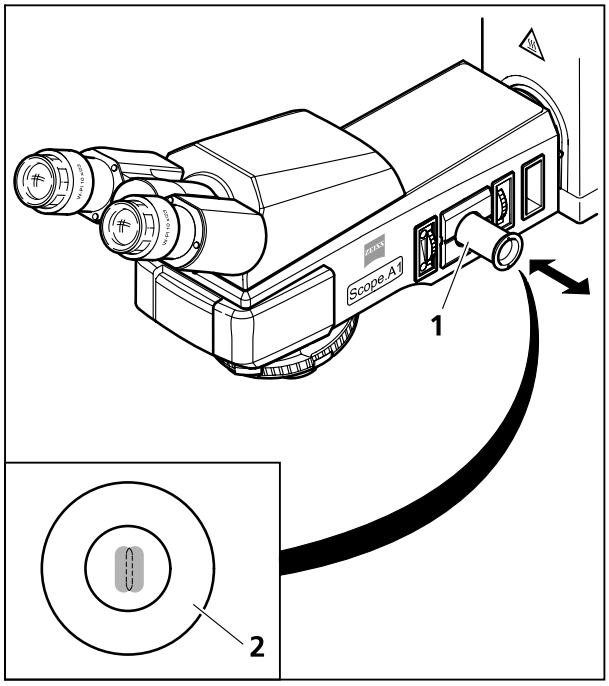
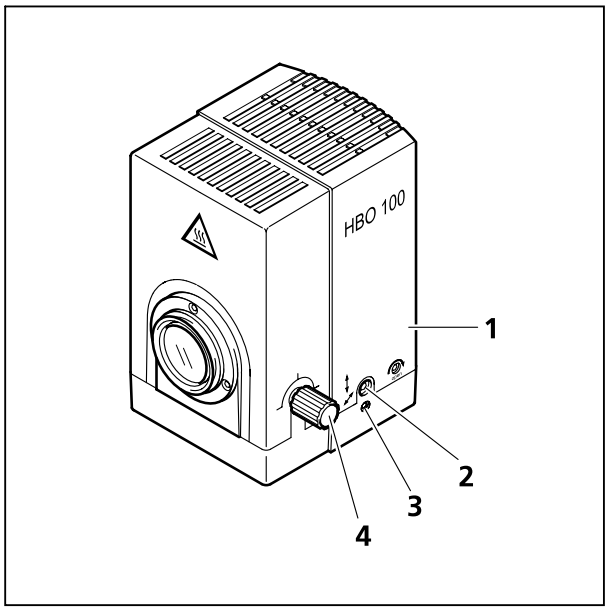
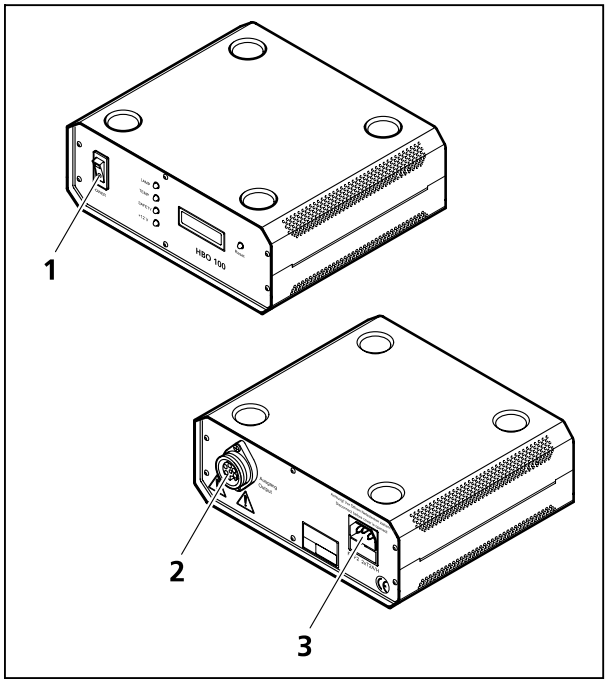

Bild 3-37 Justierhilfe
Bild 3-38 HBO 100 justieren
Bild 3-42 Vorschaltgerät HBO 100 W (Vorder- und Rückseite)
- Leuchte HBO 100 (Bild 3-38/**1**) am Vorschaltgerät HBO 100 W (Bild 3-42/**1**) einschalten und auf Betriebstemperatur erwärmen lassen.
- Justierhilfe (Bild 3-37/**1**) am Mikroskopstativ herausziehen. Der hellere Brennfleck der Lampe HBO 103 W/2 und dessen etwas dunkleres Spiegelbild werden dabei im Schwarzglasfenster der Justierhilfe sichtbar.
- Mit Rändelknopf (Bild 3-38/**4**) den helleren Brennfleck über die Kollektorverstellung scharf einstellen.
- Mit den Justierschrauben (Bild 3-38/**2** und **3**) den dunkleren Brennfleck (Spiegelbild des Brenners) analog der Brennflecken-Abbildung (Bild 3-37/**2**) in dem einbeschriebenen Justierkreis einstellen.
- Leuchte HBO 100 mit Leuchtenstecker am Vorschaltgerät HBO 100 W (Bild 3-42/**2**) anschließen und den Netzanschluss (Bild 3-42/**3**) des Vorschaltgerätes mit einer Netzsteckdose verbinden. Bei Verwendung der HBO 50 analog verfahren.
- Leuchte HBO 100 für Auflichtfluoreszenz (sofern verwendet) am Vorschaltgerät HBO 100 W mit Netzschalter (Bild 3-42/**1**) ein- bzw. ausschalten.